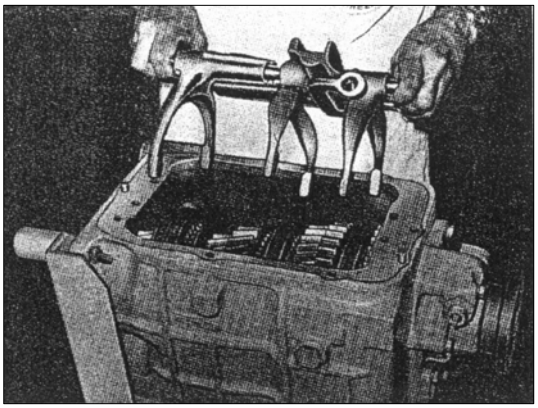

РИС. 196
4) Установите вилками переключения передач так, чтобы вилка заднего хода выглядывала из паза промежуточного шестерни. Затем снимите все вилки переключателя вместе (см. рис. 196).